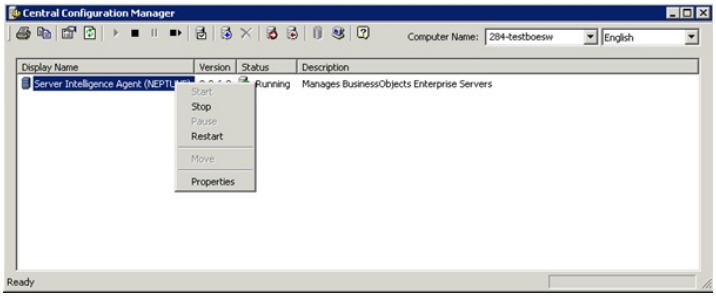

Figure 6.53 – CCF - Stop SIA
3. Go to the Central Configuration Manager. See Figure 6.53 on page 6-37.